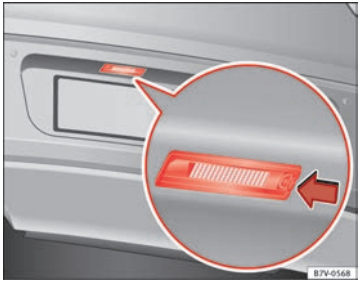

Fig. 157 In the rear bumper: number plate light
1. Press the number plate light in the direction of the arrow ⇒ Fig. 157.